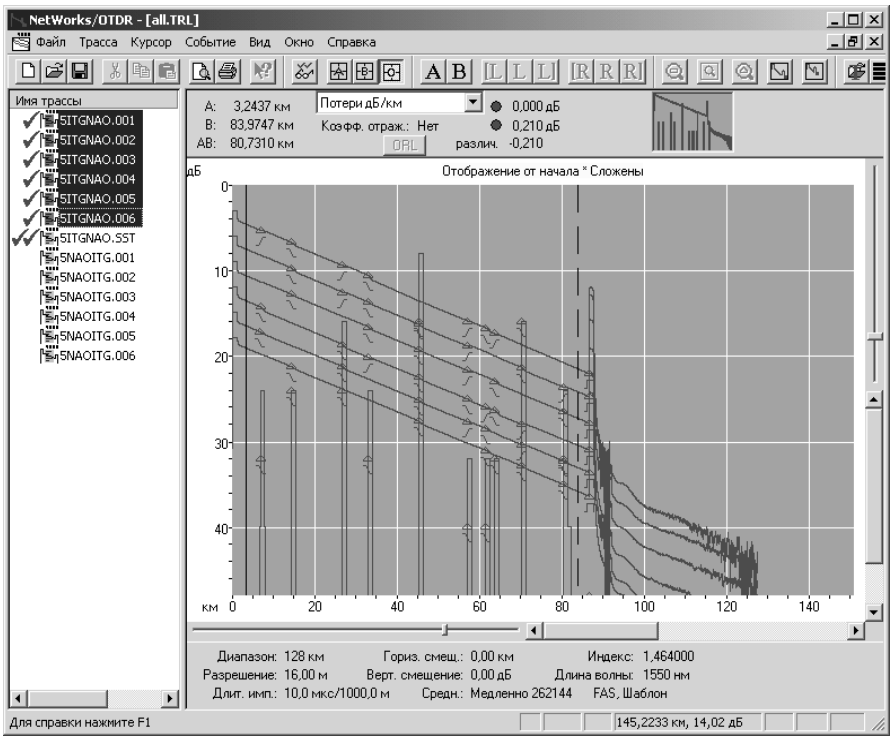

Рисунок 11-3: Интеллектуальный шаблон стыков трассы
9. Щелкните OK для создания интеллектуального шаблона стыков трассы (см. Рисунок 11-3).